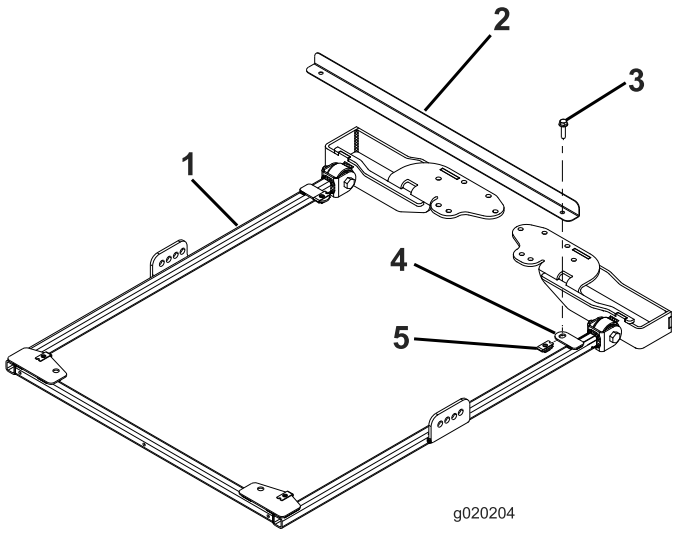

Figure 17
1. Pour aligner correctement le cadre, fixez la barre d'alignement aux pattes de montage à l'arrière du cadre du pare-soleil à l'aide de 2 boulons à embase (5/16" x 1-1/4"), comme montré à la Figure 17.